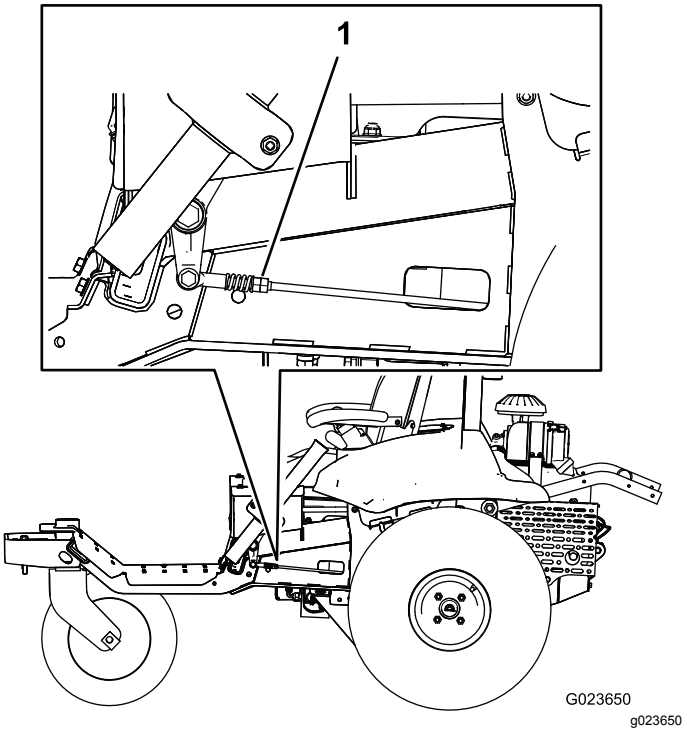

**Figur 61**
7. På en side av maskinen, vri de doble mutrene på koblingen sakte (Figur 61) til hjulet på den siden begynner å rotere, og vri deretter de doble mutrene i motsatt retning til hjulet roterer i den andre retningen.